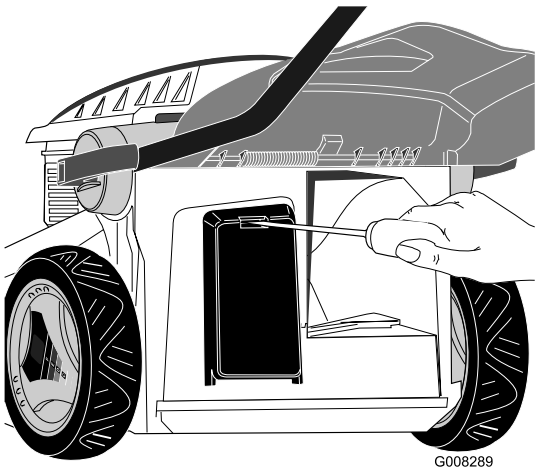

Bild 25
1. Öffnen Sie die Abdeckung des Batteriefachs (Bild 25).